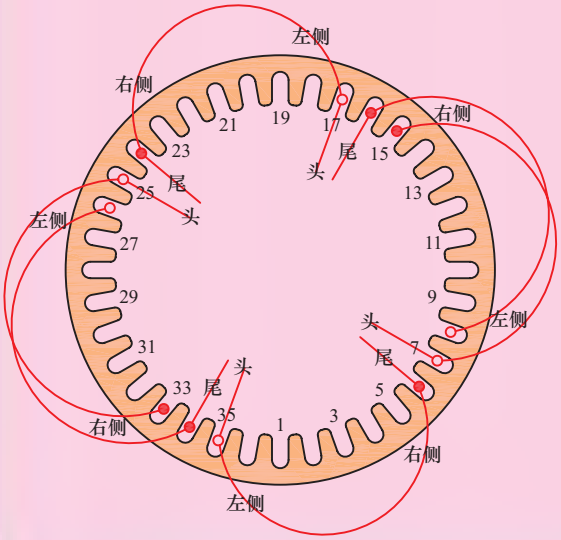

图 4-9　线圈组的头、尾（一）
3. 对于初级人员，在学习电动机绕组图样识图时，每组线圈左侧的引线表示线圈组的头，右侧的引线表示线圈组的尾，如图 4-9 所示。